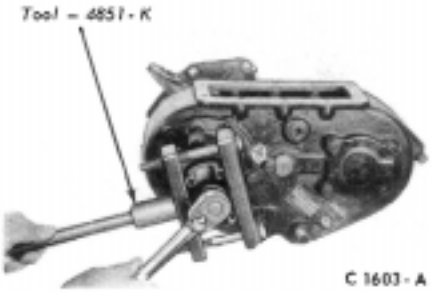

FIG. 6-6—Removing or Installing Flange Retaining Nut
6. Remove the flange retaining nuts from the front and rear output shafts (Fig. 6-6).
20. Install the flange, washer, and retaining nut on each of the output shafts, using the tool shown in Fig. 6-6. **Be sure to install a new O-ring in the front output shaft flange.** Torque the retaining nuts to specifications.